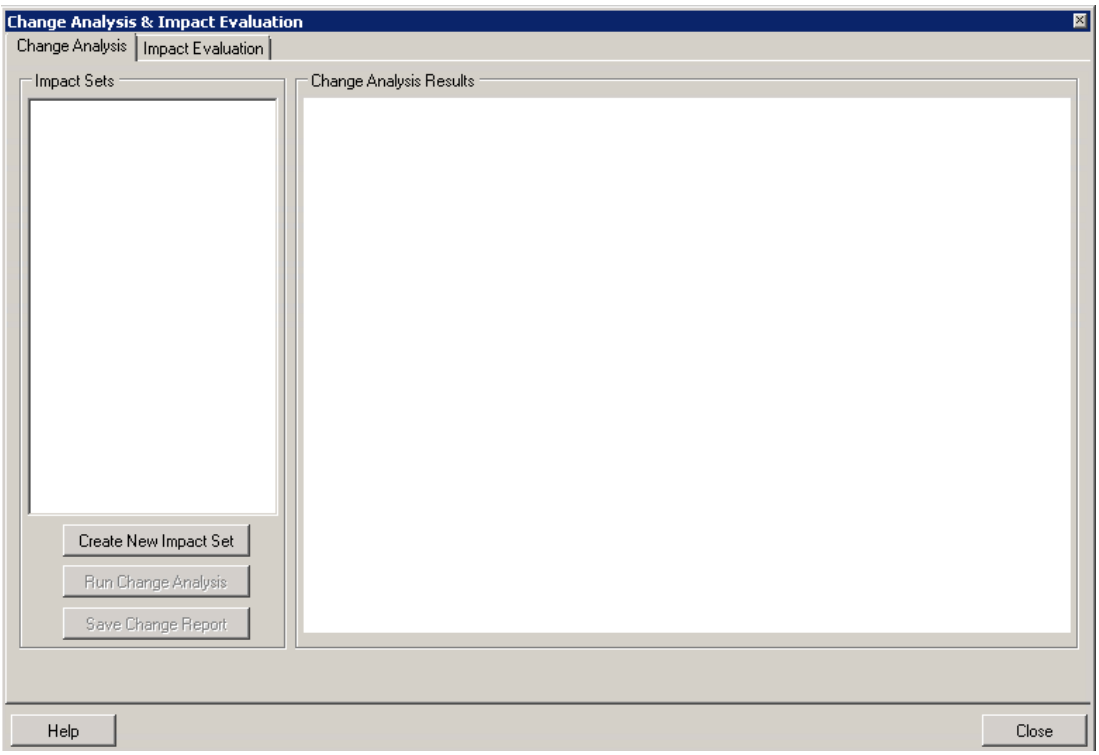

Figure 8-4 Change Analysis & Impact Evaluation Dialog Box
2. Click the *Create New Impact Set* button. A new *Impact Set Creation* dialog box will open (Figure 8-4).